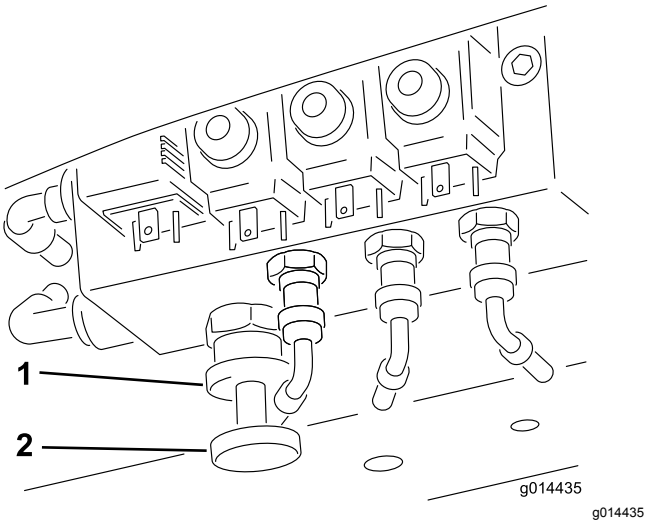

Figur 32
For at aktivere vægtoverførsel: Mængden af vægtoverførsel kan varieres til at passe til driftsbetingelser ved at dreje håndhjulet for vægtoverførsel (Figur 32) som følger:
1. Løsn ventilens låsemøtrik 1/2 omgang mod uret, og hold den dér (Figur 32).
2. Drej ventilens håndhjul (Figur 32) mod uret for at reducere vægtoverførsel og med uret for at øge vægtoverførsel.